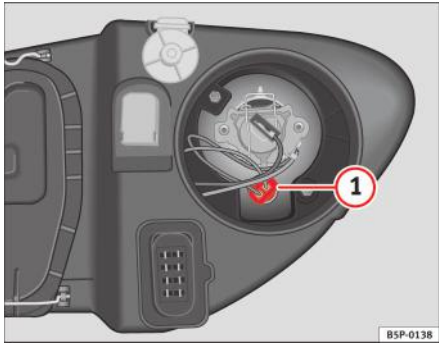

Fig. 189 Lămpile de poziție laterale
– Scoateți soclul becului ⇒ fig. 189 (1).